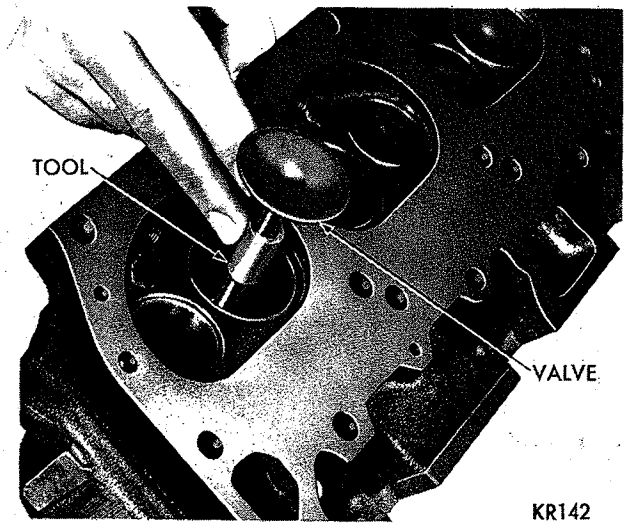

***Fig. 13—Installing Valve and Tool C-3973***
(1) Clean valves thoroughly, and discard any burned, warped or cracked valves.
(2) Measure valve stems for wear. The intake valve stem diameter should measure .372 to .373 inch and the exhaust valve stem diameter should measure .371 to .372 inch. If wear exceeds .002 inch, replace the valve.
(3) Remove carbon and varnish deposits from inside of valve guides with cleaner, Tool C-756.
(4) Measure valve stem guide clearance as follows: Install sleeve Tool C-3973 over valve stem (Fig. 13) and install valve.